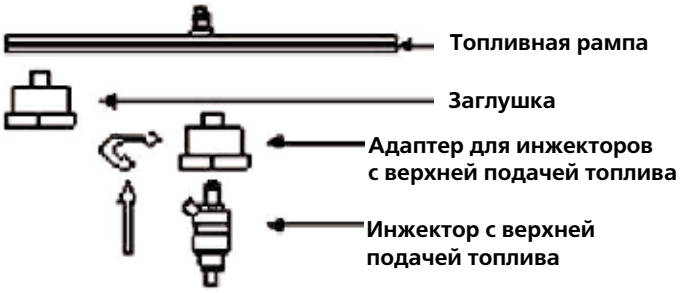

Рис. 2.1 Установка адаптера инжектора с верхней подачей топлива
6.2.1 Установка инжектора с верхней подачей топлива (рис. 2.1)
1. Как показано на рис. 2.1 и 2.3, установите инжекторы между топливной рампой и опорной пластиной измерительных цилиндров.